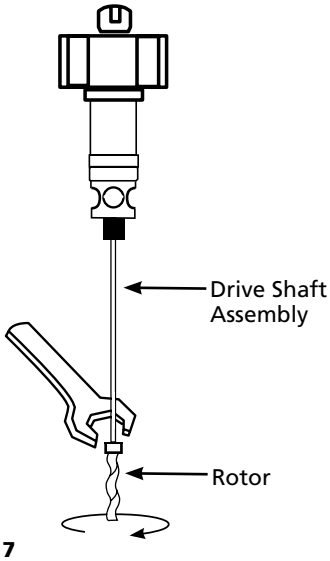

Figure 7
7. Hold the drive shaft in a fixed position and loosen the rotor (counterclockwise) located at the bottom of the drive shaft (see Figure 7, page 15).
6. Thread rotor onto drive shaft item (see Figure 7, page 15).